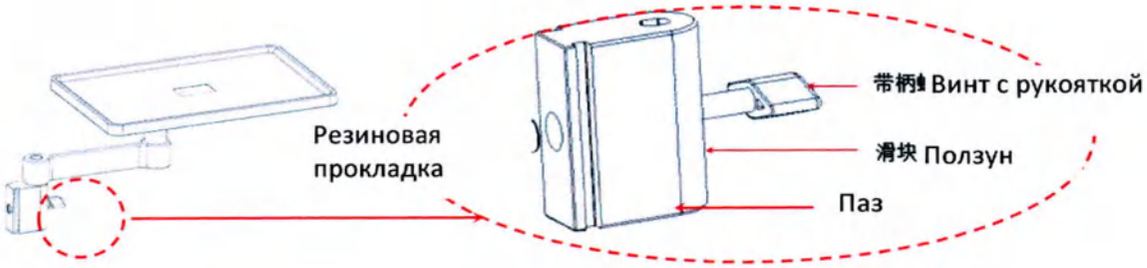
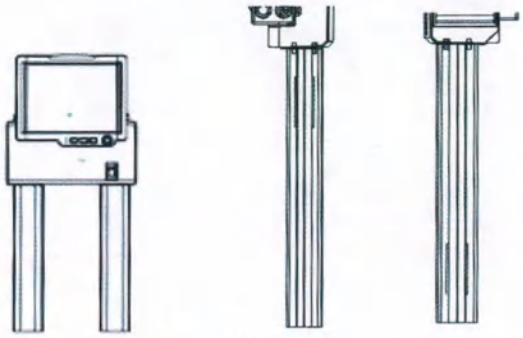

Рис. 1
Рис. 2
- Медленно вставьте резиновую прокладку (с резьбой внутри) в отверстие со стороны ползуна (как показано на Рис. 1), а затем слегка затяните винт с рукояткой в резиновую прокладку до полного втягивания резиновой прокладки в ползун. Прекратите затягивать винт с рукояткой, когда конец резиновой прокладки полностью войдет в ползун (приведенная ниже схема монтажа предназначена для лотка, стержень для внутривенных вливаний может быть установлен таким же образом, и ее можно использовать для справки):
- После завершения шага 1 совместите весь держатель лотка или паз ползуна стержня для внутривенных вливаний (см. Рис. 1) с вогнутой поверхностью колонны (две параллельные колонны под дисплеем), вставьте держатель в пазы с обеих сторон колонны (пазы 1 и 2 на Рис. 2), а затем отрегулируйте держатель на соответствующую высоту в соответствии с требованиями пользователя. В конце затяните винт с рукояткой (см. Рис. 1), чтобы держатель был надежно зафиксирован.